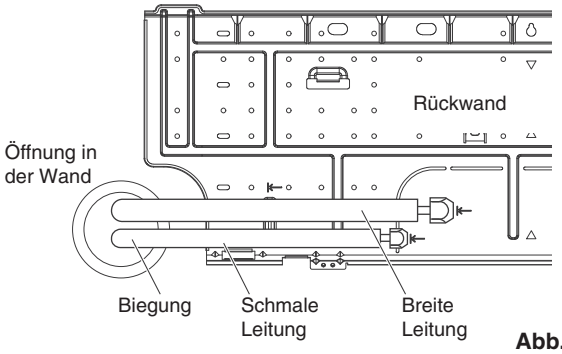

Abb. 3-28
(1) Die Leitungen und den Ablaufschlauch durch die Wand führen und ausreichend Länge für den Anschluss lassen. Die Leitungen dann zur Verlegung mit einem Rohrbieger entsprechend biegen. (Abb. 3-28)
(2) Den Ablaufschlauch und die Abdeckkappe der Ablauföffnung gegeneinander austauschen.